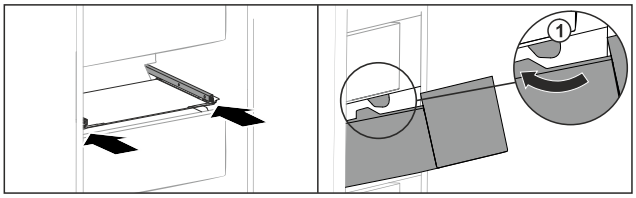

Fig. 151
▶ Lade rond de stoppers *Fig. 151 (1)* leiden.